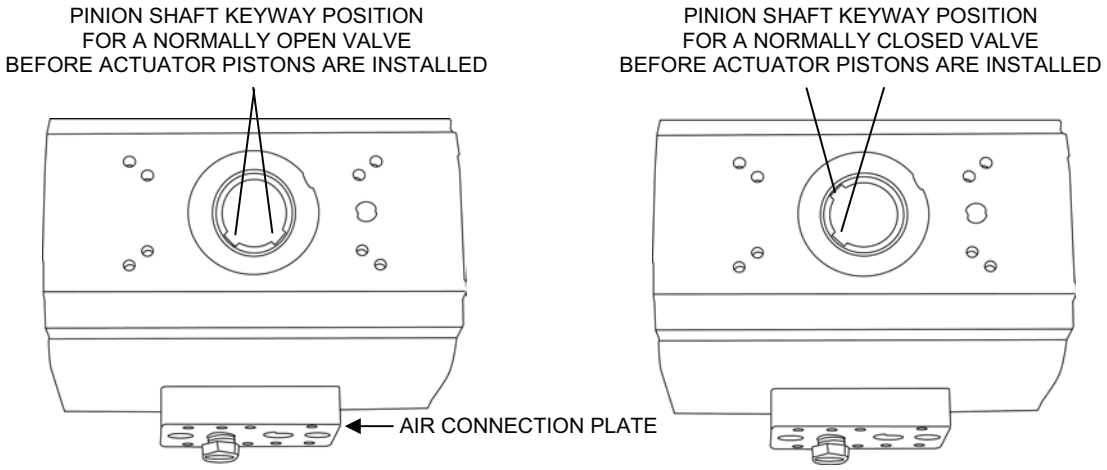

Figure 21. Position of Actuator Pinion Shaft Keyways Prior to Installing Pistons.
3) If the actuator is for use on a normally open valve (V-111, V-112, V-201, or V-202) insert a suitable tool (such as the nose of a needle nose pliers) into the shaft adapter and turn the pinion shaft so that both pinion shaft keyways are at a 45º angle to the air connection plate (see Figure 21).
4) If the actuator is for use on a normally closed valve (V-113, V-401, or V-402) insert a suitable tool (such as the nose of a needle nose pliers) into the shaft adapter and turn the pinion shaft so that both pinion shaft keyways are at a 45º angle to the left end of the actuator body (see Figure 21).